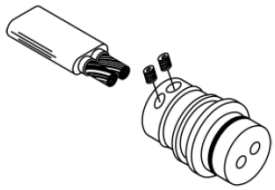

ABBILDUNG 6
2.8 Führen Sie die Drahtleitungen in Steckerverbinder (Kabelzwischenstücke) ein und verwenden Sie einen 4,8 mm-Schraubenschlüssel (5/64") zum Anziehen der Schrauben (Abb. 6).